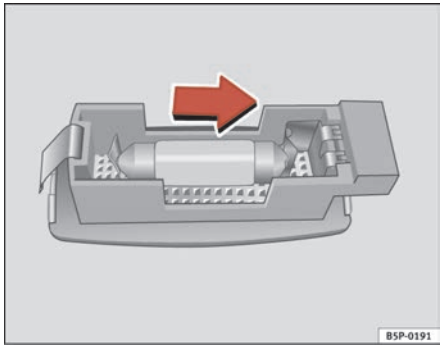

Fig. 179 Removing sunroof light
– Carefully remove the lamp, using the flat side of the screwdriver, as shown in the figure ⇒ fig. 179.
– Remove the lamp, moving it in the direction of the arrow and outwards ⇒ fig. 179.